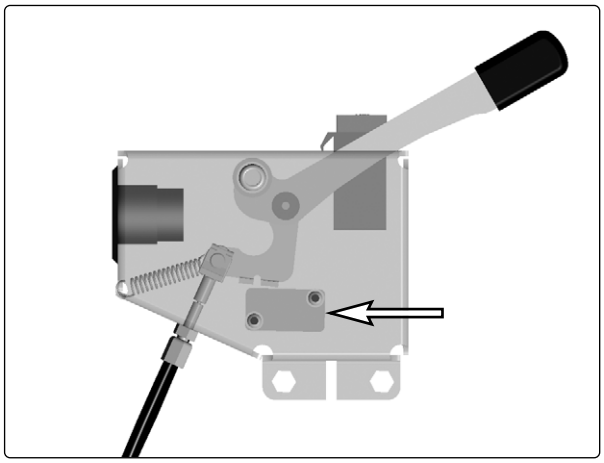

Abb. 33. Bremsfreigabe.
2. Stellen Sie die Länge des Kabelzugstrangs mit der Justierschraube (31:2) so ein, dass der Kabelzug ausreichend gespannt ist (Abb. 33), damit die Bremsfreigabe ausgelöst wird, unmittelbar bevor der Kabelzug am Freigabebügel zieht.